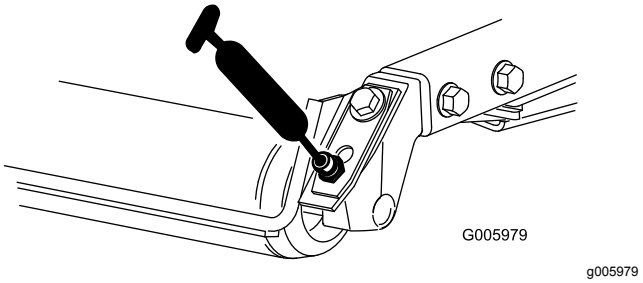

**Figur 53**
- Bakre rullens lager (2 per klippenhet) (Figur 53)